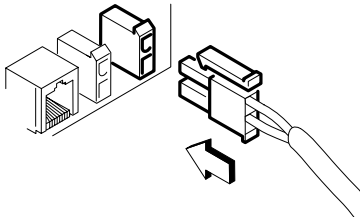

Fig. 7 – Connecting the cable
- Connect the actuator cable in the direction of the arrow (see Fig. 7).